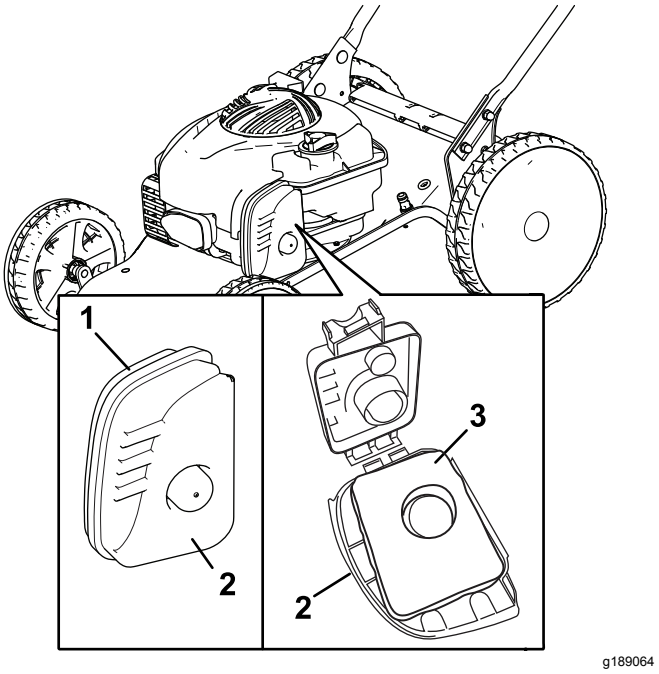

Figur 23
1. Løsne klipsen øverst på luftfilterdekselet (Figur 23).
2. Fjern luftfilterdekselet (Figur 23).